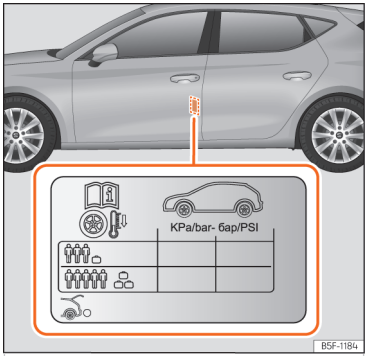

**Fig. 234** Location of the tyre pressure sticker.
- Adjust tyre pressure to the load being carried by the vehicle ››› Fig. 234.
The values of the tyre pressure are shown on the sticker label located on the read frame of the front left door ››› Fig. 234.
The tyre pressure must be adjusted according to the load the vehicle is carrying. If the vehicle is going to be fully loaded, increase the tyre pressure to the maximum load value shown on the sticker label ››› Fig. 234.
In the case of a minimised temporary spare wheel (125/70 R16 or 125/70 R18) inflate to a pressure of 4.2 bar as indicated on the tyre pressure label ››› Fig. 234.
- **The driver is responsible for ensuring that all of the vehicle tyres are correctly inflated to the right pressure. The recommended tyre pressure is indicated on the label ››› Fig. 234.**
- **Tyre pressure should be that indicated on the label when the tyres are cold at all times ››› Fig. 234.**